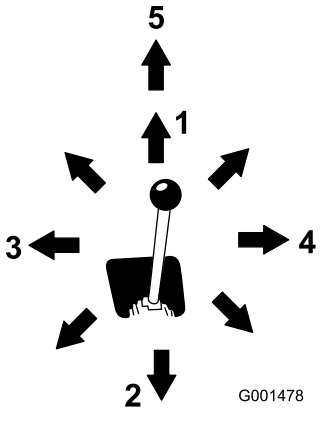

Figuur 10
- Om het werktuig naar voren te kantelen, beweegt u de hendel langzaam naar rechts (Figuur 10).
- Om het werktuig naar achteren te kantelen, beweegt u de hendel langzaam naar links (Figuur 10).
- Om de armen omlaag te brengen, beweegt u de hendel langzaam naar voren (Figuur 10).
- Om de armen omhoog te brengen, beweegt u de hendel langzaam naar achteren (Figuur 10).
- Om de armen omlaag te brengen naar de zweefstand, beweegt u de hendel volledig naar voren (Figuur 10).